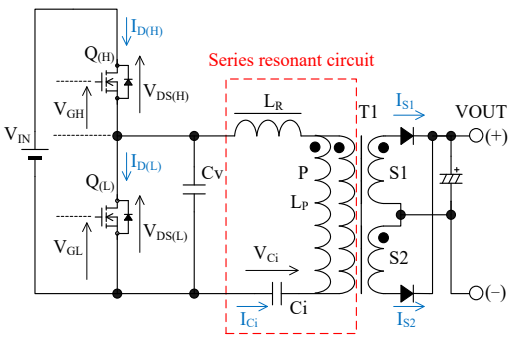
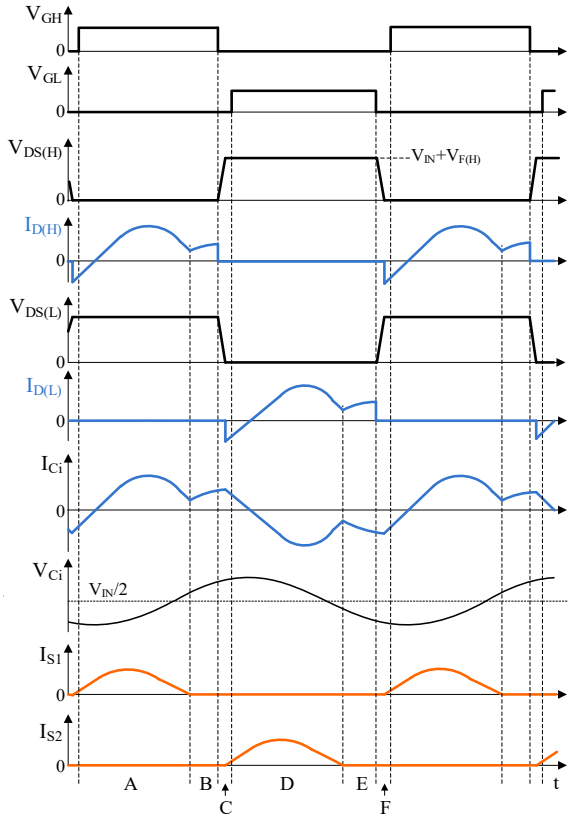

Figure 9-3. Current Resonant Power Supply Circuit
Figure 9-4. The Basic Operation Waveforms of Current Resonant Power Supply
Figure 9-3 shows the circuit of a current resonant power supply. The basic configuration of the current resonant power supply is a half-bridge converter. The switching devices, $Q_{(H)}$ and $Q_{(L)}$, are connected in series with V_{IN}. The series resonant circuit and the voltage resonant capacitor, C_V, are connected in parallel with $Q_{(L)}$. The series resonant circuit is consisted of the following components: the resonant inductor, L_R; the primary winding, P, of a transformer, T1; and the current resonant capacitor, C_i. The coupling between the primary and secondary windings of T1 is designed to be poor so that the leakage inductance increases. This leakage inductance is used for L_R. This results in a down sized of the series resonant circuit. The dotted mark with T1 describes the winding polarity, the secondary windings, S1 and S2, are connected so that the polarities are set to the same position as shown in Figure 9-3. In addition, the winding numbers of each other should be equal. From Equation (1), the impedance of a current resonant power supply is calculated by Equation (5). From Equation (4), the resonant frequency, f_0, is calculated by Equation (6).
Figure 9-4 describes the basic operation waveform of current resonant power supply (see Figure 9-3 about the symbol in Figure 9-4). For the description of current resonant waveforms in normal operation, the operation is separated into a period A to F. In the following description: